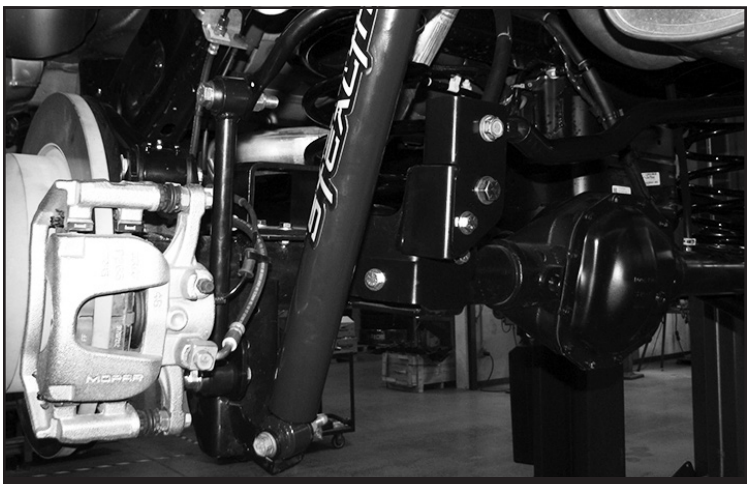

FIGURE 38 - STEP 35
35. Install FTS6352 (Stealth shocks) using the factory hardware. Torque to 100 ft-lbs. **SEE FIGURE 38**